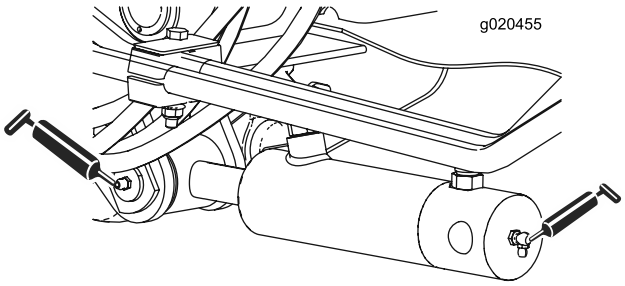

Рисунок 40
- Втулки цилиндров подъемных рычагов (по 2 шт.) (Рисунок 40)